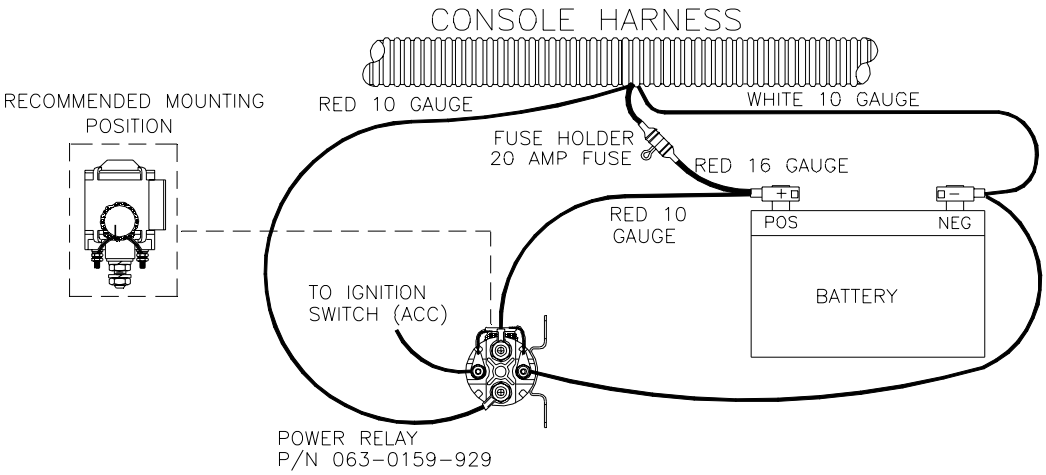

FIGURE 6A
NOTE:	Power relay P/N 063-0159-929 must be installed. Reference Battery Connection Figure 6A.
2) A relay must be installed between the red 10 gauge wires and the battery. The relay is normally controlled from the accessory side of the ignition switch. See Figure 6A.